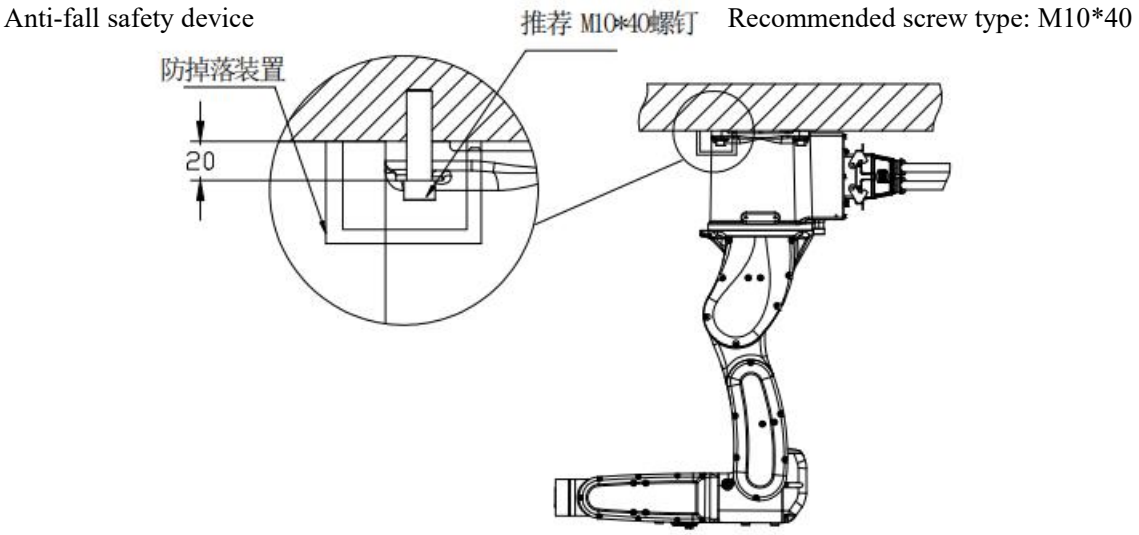

Fig. 2-7 Suspended Installation
1. Install an anti-fall safety device as shown in Fig. 2-7.